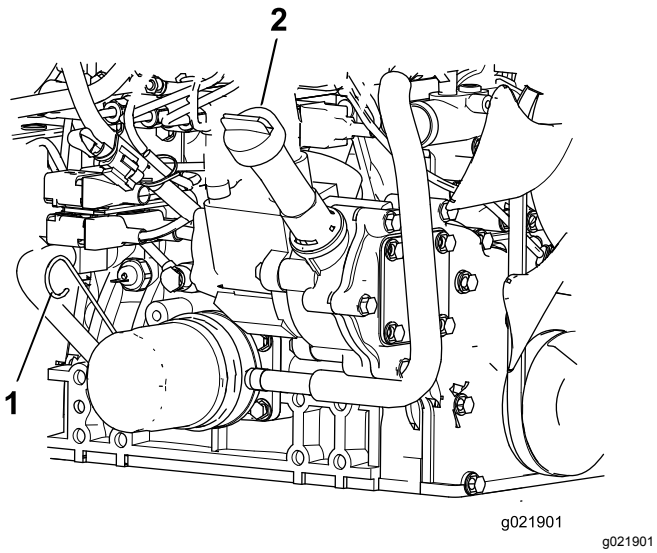

Figur 82
3. Ta ut oljestickan, torka av den, sätt tillbaka den i röret och dra ut den igen. Oljenivån ska ligga mellan markeringarna FULL och ADD (Figur 82).
4. Om oljenivån är låg ska du ta bort påfyllningslocket och fylla på mer olja tills nivån ligger mellan markeringarna FULL och ADD (Figur 82).